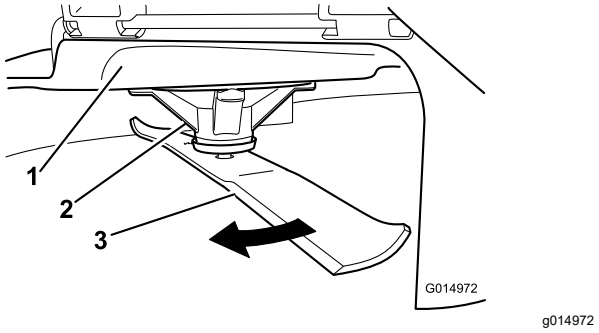

Rysunek 101
2. Korzystając z grubych rękawic lub innej ochrony dłoni, powoli obracaj ostrzem i ustaw je w pozycji, w której będzie można zmierzyć odległość między krawędzią tnącą a poziomą powierzchnią, na której stoi maszyna (Rysunek 101).